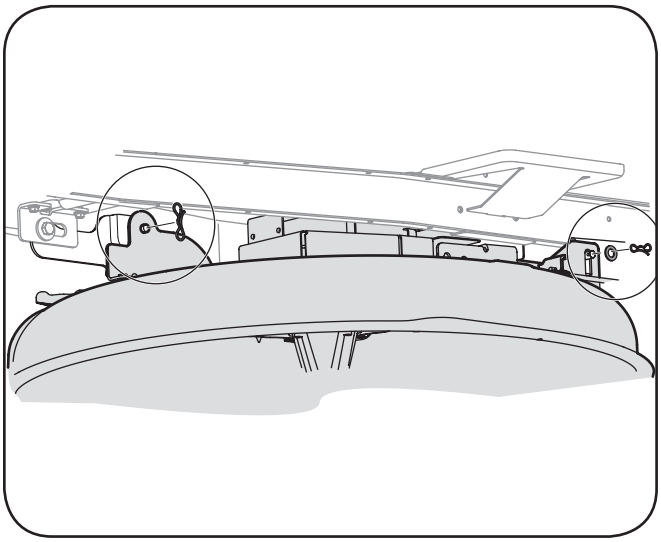

Figure 7-3
5. Remove the remaining bow-tie cotter pins securing the deck to the unit, as shown in Figure 7-3 .